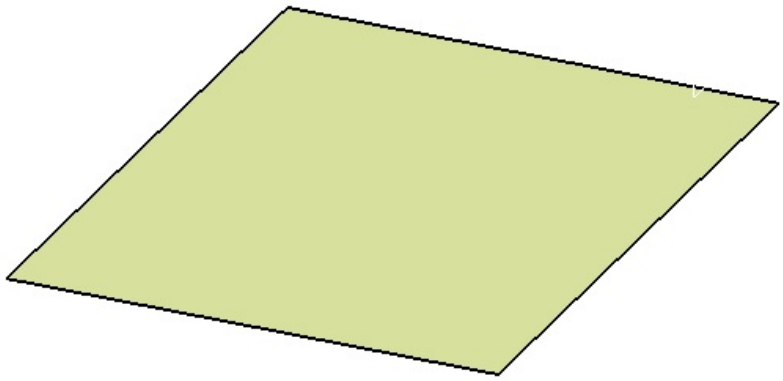

Figure 17-56 *A planar surface*
a. Start a new file in the **FreeStyle** workbench and create a planar surface, refer to Figure 17-56.
2. Click in the drawing area to specify the start point of the planar surface and then invoke the shortcut menu to specify the dimension of the planar surface. Choose the **Edit Dimensions** options from the shortcut menu; the **Dimensions** dialog box is displayed. In the dialog box, enter the value in **L1** and **L2** edit boxes as **150**. Next, choose the **OK** button from the **Dimensions** dialog box, Figure 17-56 shows resultant planar surface.